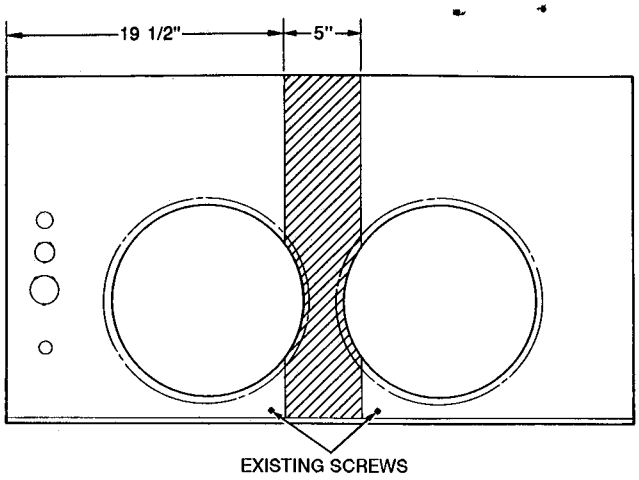

Fig. 2 – Do Not Drill More Than ½ in. Deep In Shaded Area (018-048 Unit Shown)
2. Locate 2 screws below circular duct flanges (see Fig. 2). Remove screws and save.
⚠ **CAUTION:** Do not drill more than ½ in. deep in shaded area (see Fig. 2). Damage to refrigerant coil could result.